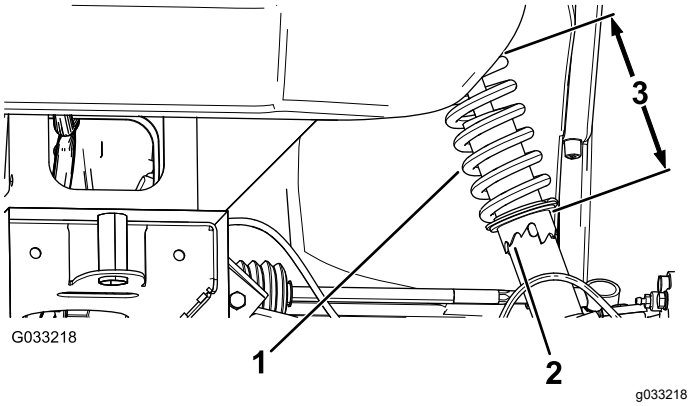

Figuur 46
1. Gebruik het gereedschap Toro onderdeelnr. 132-5069 om de kraag van de schokbreker te draaien en zo de lengte van de veer te veranderen (Figuur 46).